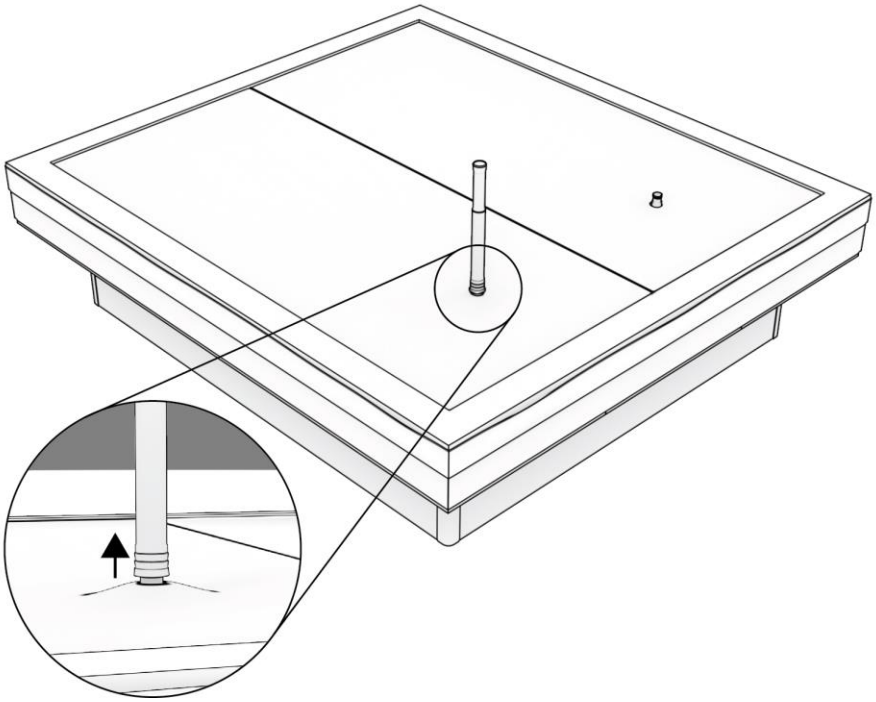

Abbildung 19: Die letzte Luft mit der Entlüftungspumpe aus der Matratze pumpen.
Schritt 20. Um die letzte Luft aus der Wassermatratze zu entfernen, schließen Sie die Entlüftungspumpe an die Einfüllöffnung an. Ziehen Sie die Verschlusskappe und die Pumpe etwas hoch, wie in Abbildung 19 dargestellt, und pumpen Sie die Luft aus der Matratze. Während des Pumpens sollte eine zweite Person die Wassermatratze weiter in Richtung Pumpe reiben, um die Luft zur Einfüllöffnung zu leiten.